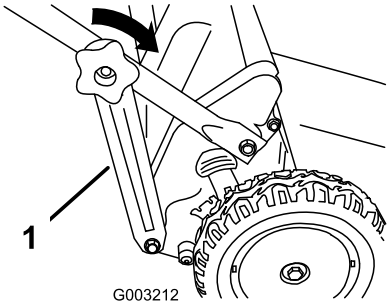

Figur 6
5. Fäst handtagsfästena (Figur 6) mot den lägre delen av handtagets sidor.